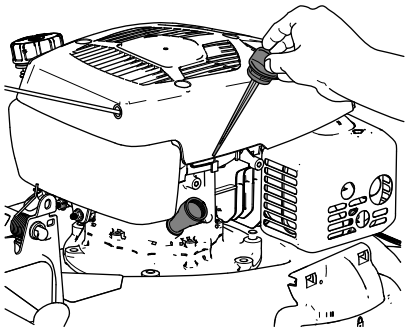

Figure 39
3. Tournez le bouchon dans le sens antihoraire et sortez la jauge (Figure 39).